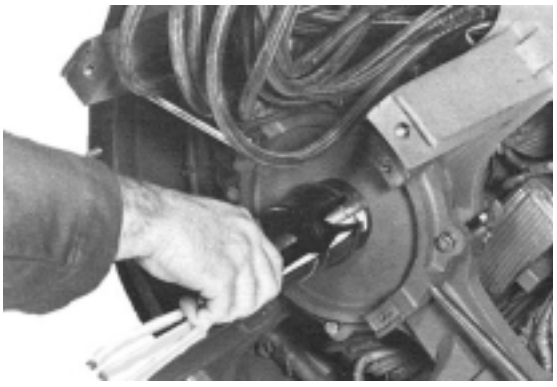

Figure 6-65
1. Install inboard snap ring, where supplied, and loading spring on shaft. (Figure 6-65.)